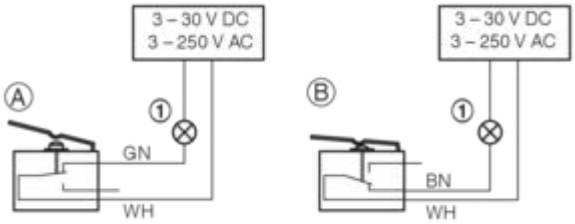

Fig. 201: Ligação de interruptores fim de curso, exemplo
- Os interruptores fim de curso devem ser ligados de acordo com o exemplo de ligação Fig. 201